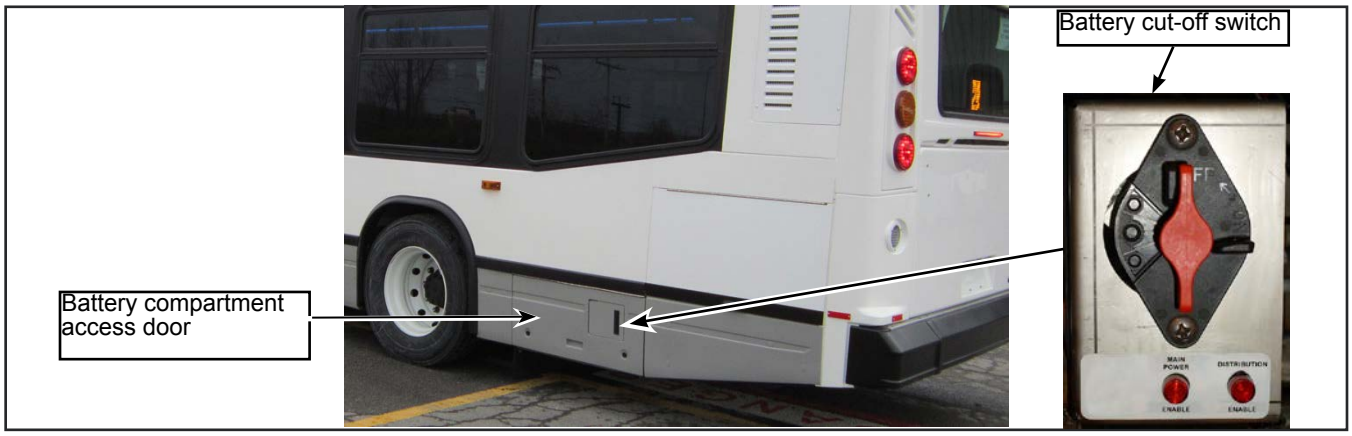

Figure 2 - Battery Compartment Access Door
1.2. Open the battery compartment access door (see Figure 2).